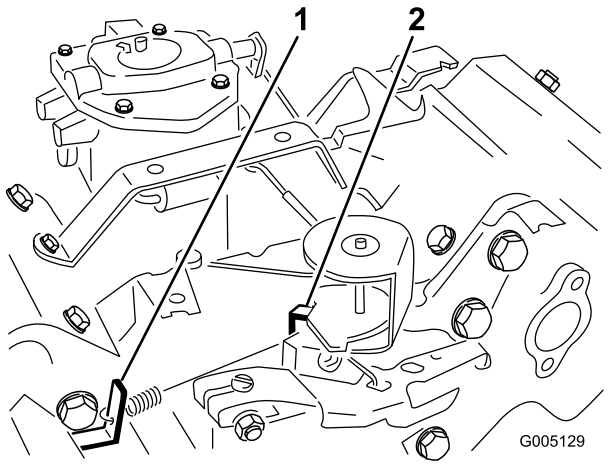

Figur 36
3. Bøy ankerspissens blindfjær (Figur 36) for å oppnå en hastighet på 1650 ± 100 o/min. Kontroller hastigheten med en turteller.
5. Sett gasspaken i hurtig-stillingen. Bøy ankerspissen for høyhastighetsfjæren (Figur 36)for å oppnå en topphastighet på 2850 ± 50 o/min.